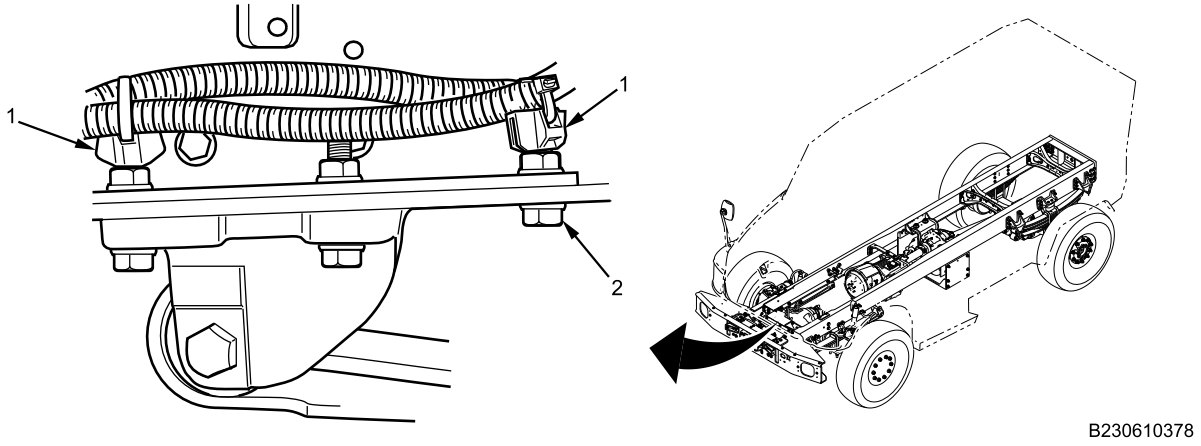

Figure 3. Cable Lock Strap Saddle Mounts on Right Side Radiator Support Crossmember Brace.
9. Remove two cable lock strap saddle mounts (Figure 3, Item 1) from right radiator support crossmember brace bolts (Figure 3, Item 2).